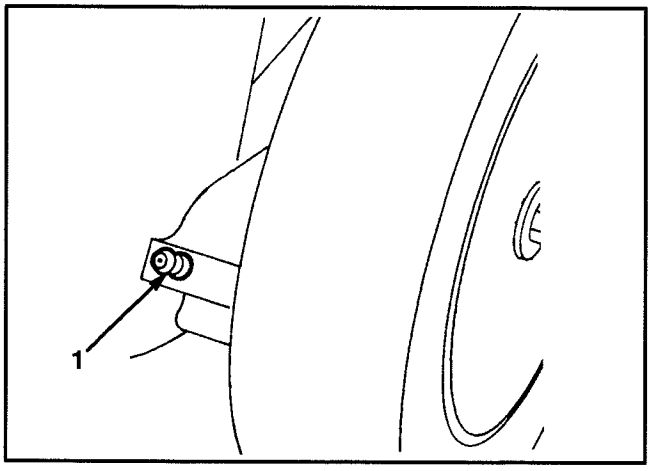

Figure 26
2. Move rear wheel height–of–cut levers to "2" setting. Wipe grease fittings with clean rag (Fig. 26). Install grease gun onto fitting and gently apply two or three pumps of #2 Multi–Purpose Lithium Base Grease.